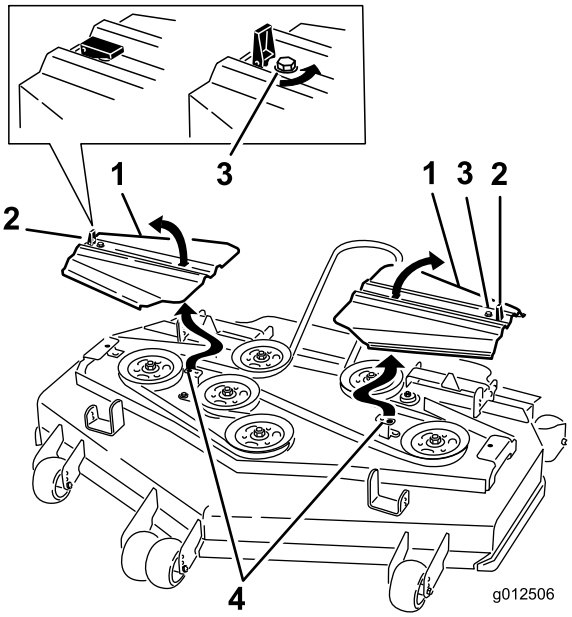

**Figuur 62**
12. Plaats de drijfriemkappen met de lippen in de sleuven. Monteer de schroeven en maak de sluitingen vast (Figuur 62).